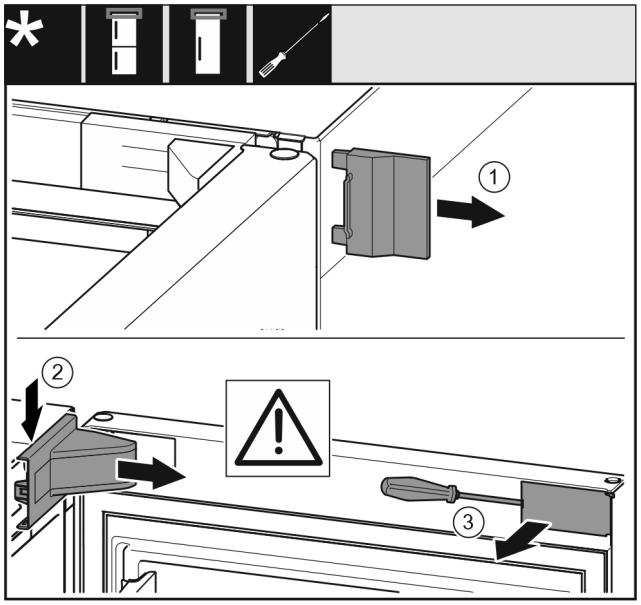

Fig. 8
▶ Äußere Abdeckung abnehmen. *Fig. 8 (1)*
▶ Lagerbockabdeckung ausrasten und lösen. Lagerbockabdeckung abnehmen. *Fig. 8 (2)*
▶ Blende mit Schlitzschraubendreher ausrasten und zur Seite schwenken. *Fig. 8 (3)*